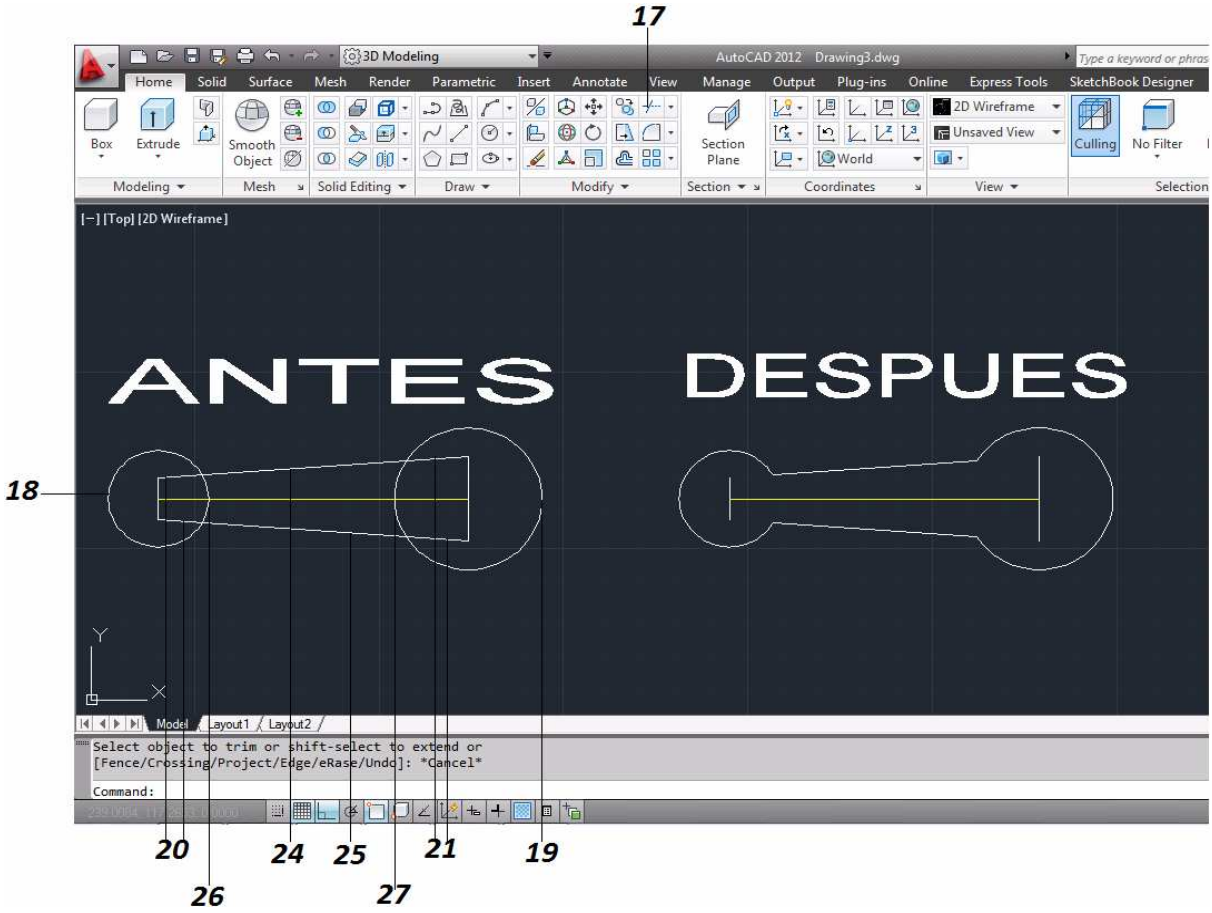

Figura 4.3 Ejercicio 1
17. Se selecciona el comando Recortar [Trim] *(figura 4.3)*.
18. Se selecciona el circulo izquierdo como entidade cortante *(figura 4.3)*.
19. Se selecciona el ciruclo derecho como elemento cortante *(figura 4.3)*.
20. Se seleccioanan las lineas que se encuetran al interior del circulo izquierdo *(figura 4.3)*.
21. Se seleccioanan las lineas que se encuetran al interior del circulo derecho *(figura 4.3)*.
24. Se selecciona la linea que se localiza arriba de la linea guia como elemento cortante *(figura 4.3)*.
25. Se selecciona la linea que se localiza abajo de la linea guia como elemento cortante y se da enter *(figura 4.3)*.
26. Se selecciona la parte del circulo de lado derecho que se encuentra entre las dos lineas *(figura 4.3)*.
27. Se selecciona la parte del circulo de lado izquierdo que se encuentra entre las dos lineas *(figura 4.3)*.